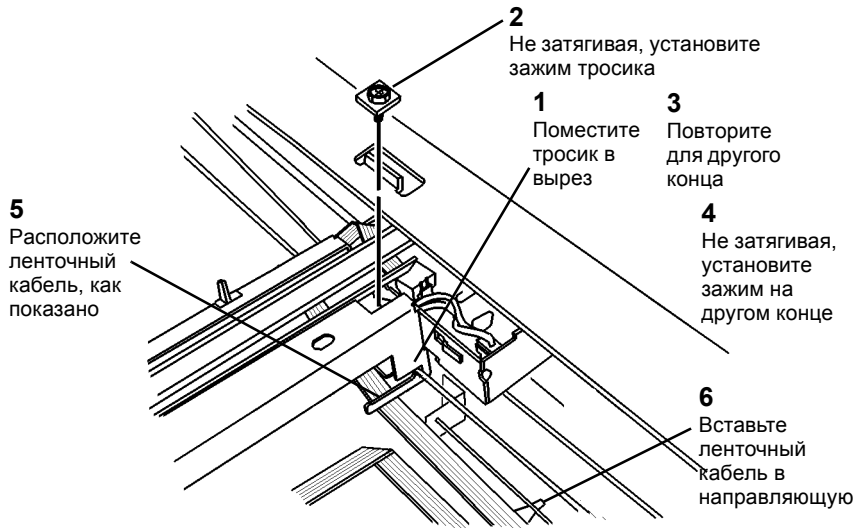

Рисунок 6 Установка зажима переднего тросика
3. Установите зажимы тросиков (Рисунок 6).